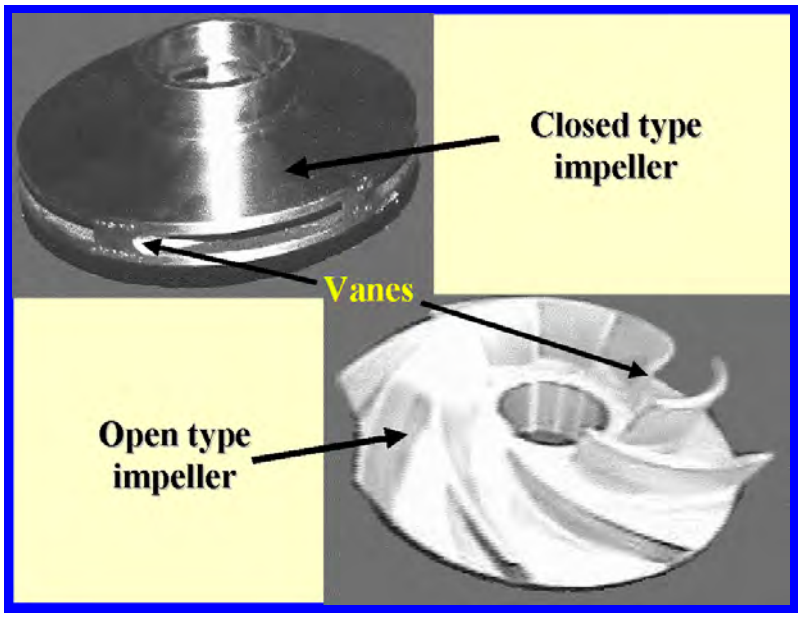

Figure B.07: Impeller types
- Based on mechanical construction **(Figure B.07**)